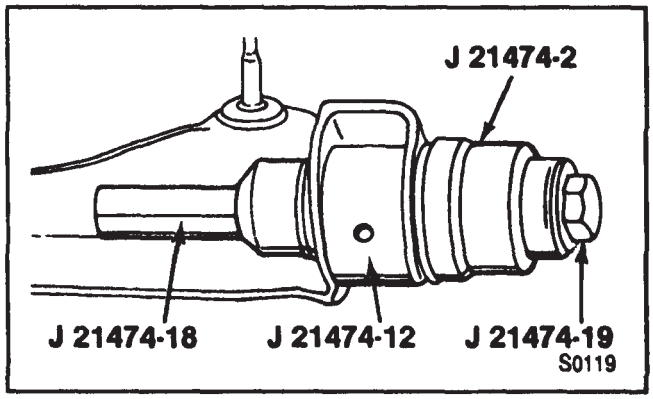

Figure 34—Installing the Lower Control Arm Rear Bushing
1. Rear bushing (75) into the lower control arm (40).
- Install tools as shown in figure 34. (Lip is on the outside of the control arm).
- Tighten until the rear bushing (75) seats fully into the lower control arm (40).
2. Remove the lower control arm (40) from the vise.
3. Lower control arm (40) to the vehicle.